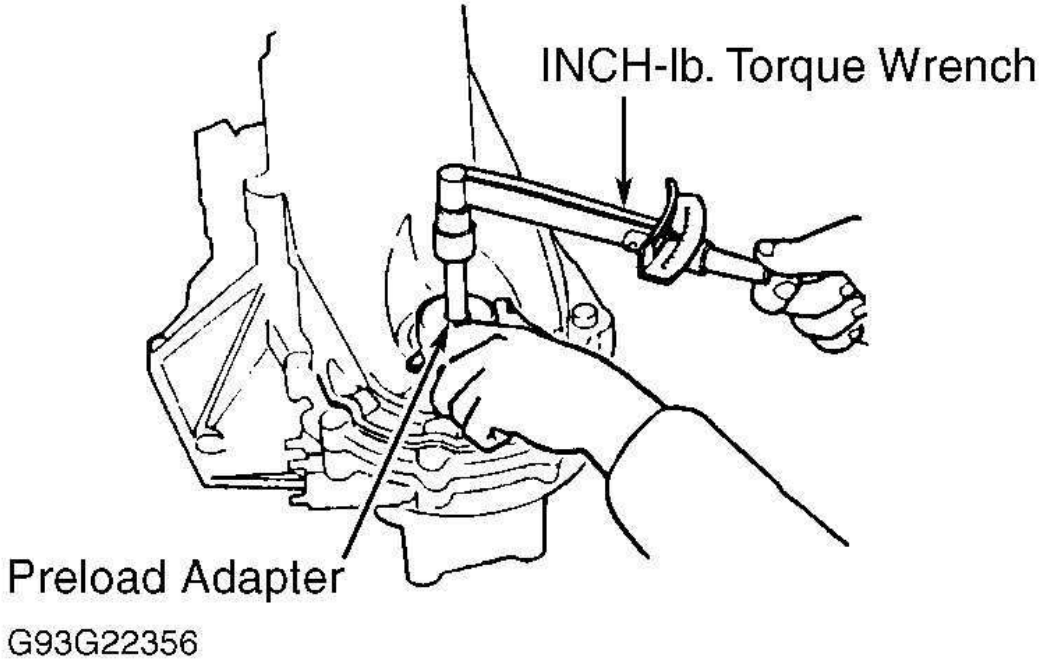

Fig. 54: Checking Differential Bearing Preload
5. Install Preload Adapter (07HAJ-PK40201) into differential assembly. See **Fig. 54** . Install INCH-lb. torque wrench on preload adapter. Measure differential assembly bearing preload by checking starting torque required to rotate differential assembly in both directions at room temperature.